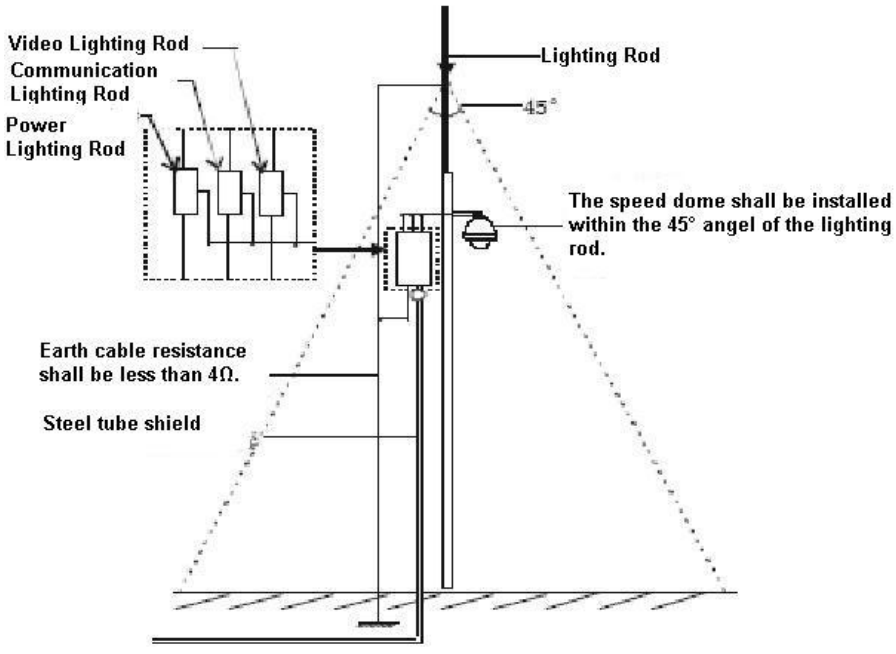

Figure 6-1
- System shall adopt equal-potential wiring. The earth device shall meet anti-jamming and at the same time conforms to your local electrical safety code. The earth device shall not short circuit to N (neutral) line of high voltage power grid or mixed with other wires. When connect the system to the earth alone, the earth resistance shall not be more than 4Ω and earth cable cross-sectional area shall below 25 mm2. See Figure 6-1.